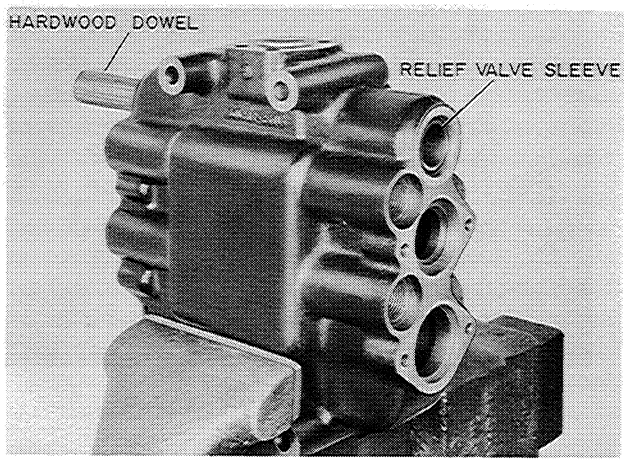

Figure D-66
6. Remove the relief valve sleeve by placing a 1-3/8" hard wood dowel in through the valve body as shown in Figure D-66. Tap lightly with a rawhide hammer to remove the valve sleeve.